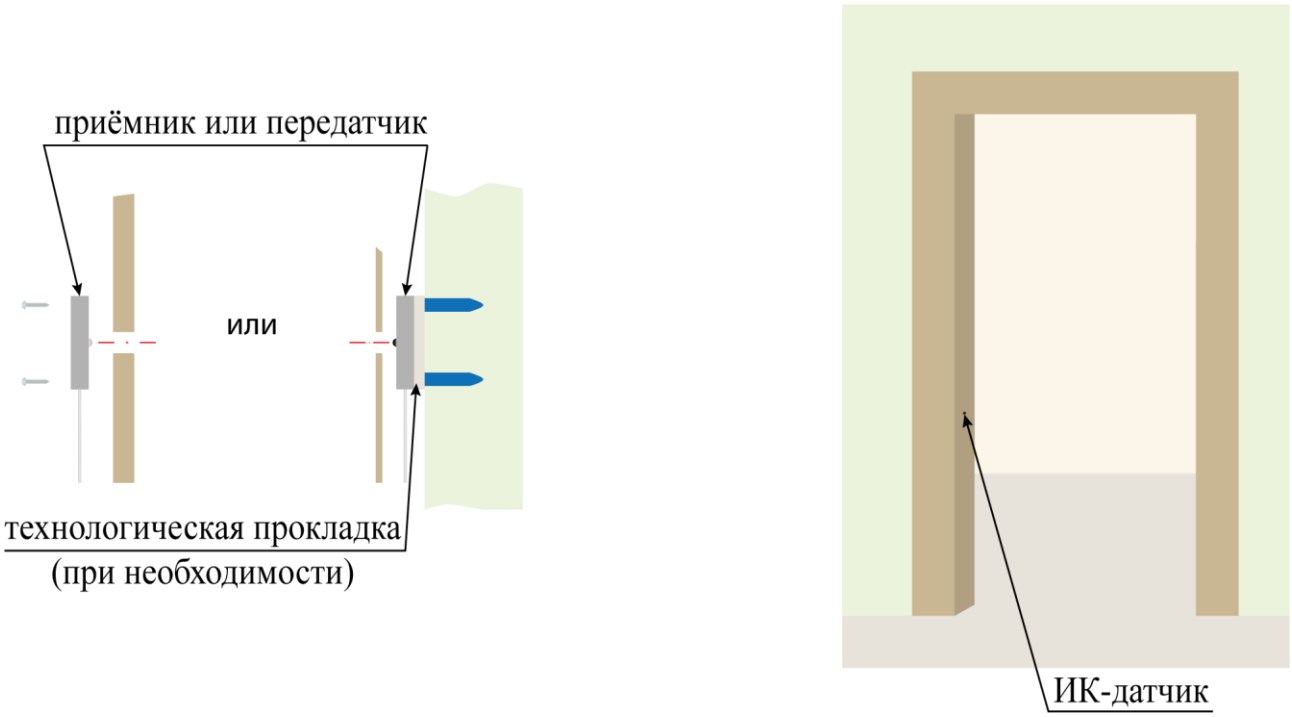

Рисунок 2.6
3) Закрепить приёмник и передатчик ИК-датчика на дверной коробке с помощью винтов самонарезающих, входящих в комплект. Допускается крепление приёмника и передатчика на стену точно напротив отверстий. Отверстия в таком случае рекомендуется просверлить Ø5 мм, что облегчит позиционирование приёмника и передатчика напротив друг друга. Не допускается поворачивание приёмника и передатчика вокруг своей оси более чем на 4° (соблюдение соосности приёмника и передатчика), так как это приведёт к некорректной работе ИК-датчика. Для обеспечения необходимой точности позиционирования допускается применять технологическую прокладку (рисунок 2.6).
4) Установить дверную коробку/декоративный элемент с установленным ИК-датчиком на место (рисунок 2.6).